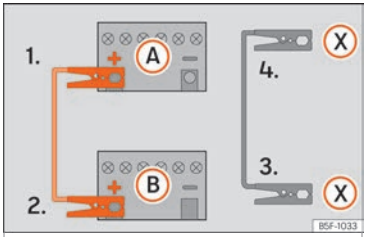

Fig. 61 Diagram of connections for vehicles with Start Stop system
4b. *In vehicles with a Start-stop system:* connect one end of the *black* jump lead (X) to a suitable ground terminal, to a solid piece of metal in the engine block, or to the engine block itself ››› **Fig. 61**.
5. Connect the other end of the *black* jump lead (X) to a solid metal component bolted to the engine block or to the engine block itself of the vehicle with the flat battery. Do not connect it to a point near the battery (A).